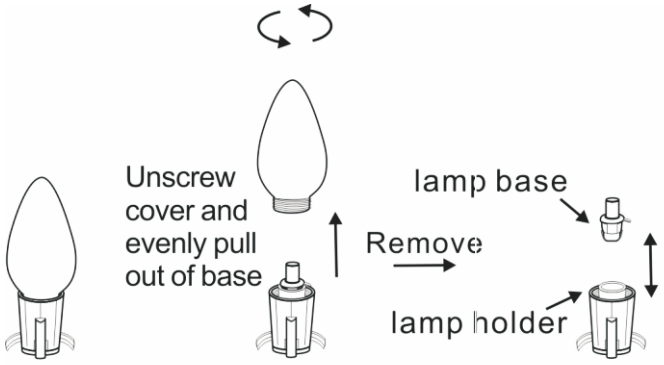

Fig.1 Remove the burned out lamp
b) Pull lamp and plastic base straight out of lampholder as shown in Fig.1.